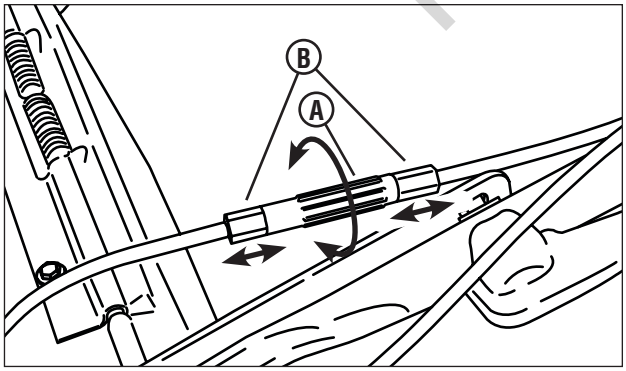

Figure 20 : Régler le câble d'entraînement
• Si la transmission ne s'embraye pas, faites pivoter le tendeur **(A, Figure 20)** d'un demi-tour pour dégager les viroles **(B)** du tendeur. Vérifiez et répétez le cas échéant.